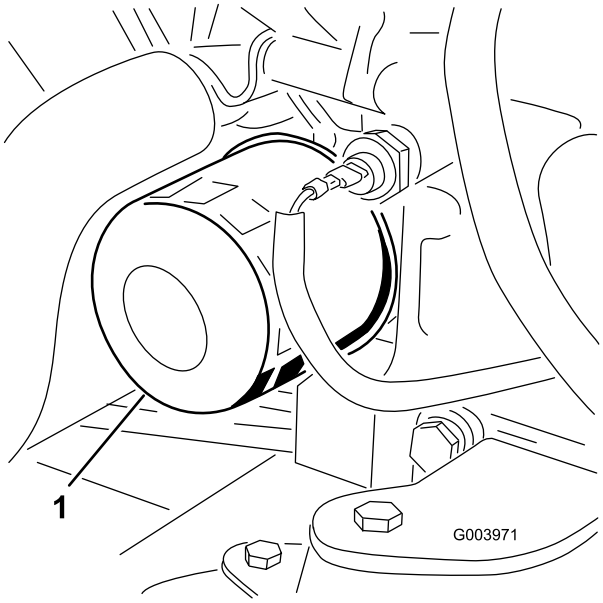

Figur 57
3. Avlägsna oljefiltret (Figur 57).